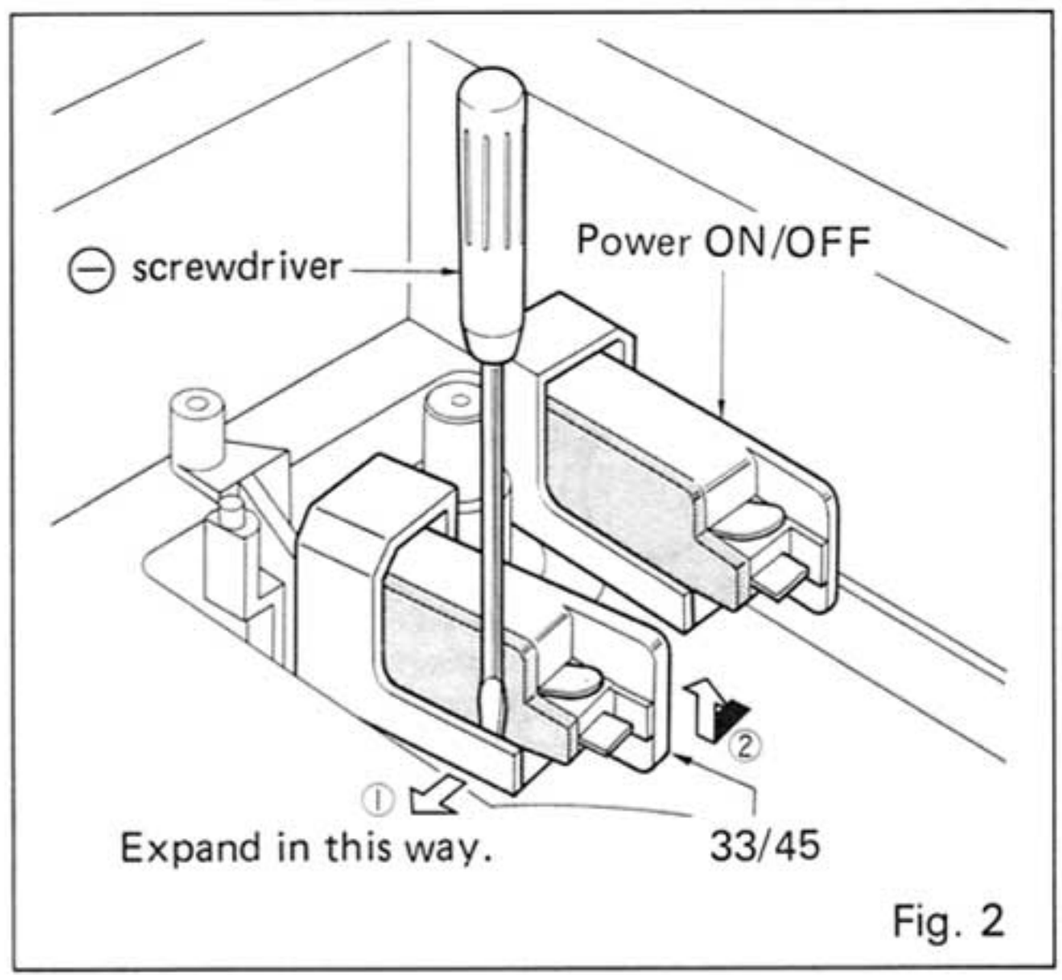

Fig. 2
2) Spread the micro switch holder with a ⊖ driver as shown in Fig. 2, then remove the micro switch.